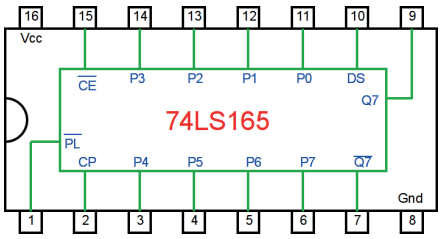
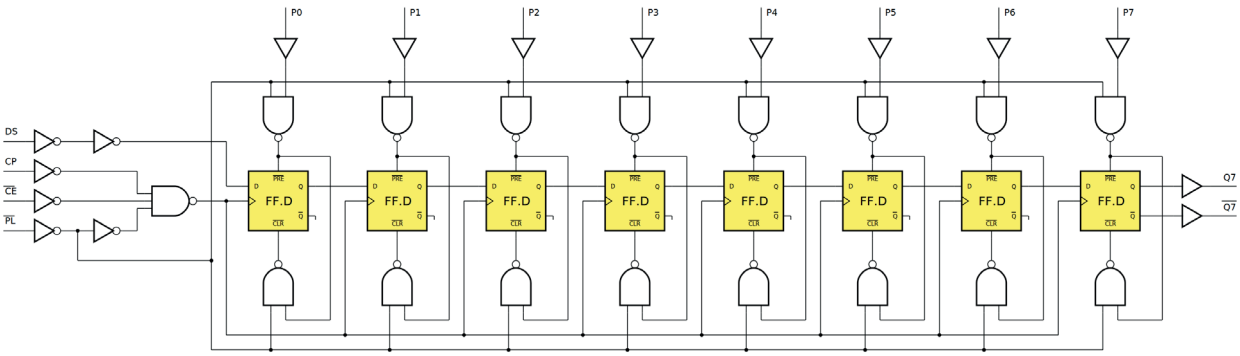

Figura 11.27 – Definições de pinos do registrador de deslocamento 74LS165.
Figura 11.28 – Diagrama esquemático do registrador de deslocamento 74LS165.
A figura 11.27 mostra as definições de pinos do 74LS165. O diagrama esquemático e a tabela verdade do registrador de deslocamento 74LS165 são mostrados na figura 11.28 e na tabela 11.9 respectivamente. O 74LS165 é um registrador de 8 bits de carga paralela ou entrada serial com saídas em série complementares (Q7' e Q7') disponíveis no último estágio. Quando a entrada de carga paralela (PL') está em baixo (0), os dados paralelos das entradas D0 a D7 são carregados no registrador de forma assíncrona. Quando PL' é alto (1), os dados entram no registrador em série na entrada Ds e mudam um lugar para a direita (Q0 → Q1 → Q2, etc.) com cada transição do pulso de relógio de baixo (0) para alto (1). Esse recurso permite a expansão do conversor de paralelo para serial vinculando a saída Q7 à entrada Ds do próximo estágio. A entrada de relógio é uma estrutura de porta OU que permite que uma entrada seja usada como uma entrada de habilitação de relógio (CE') ativa em baixo (0). As atribuições de pinos para as entradas CP' e CE' são arbitrárias e podem ser revertidas para conveniência de layout. A transição de baixo-para-alto da entrada CE' deve ocorrer somente enquanto CP for alto (1) para operação previsível. Tanto CP quanto CE' devem estar em alto (1) antes da transição de baixo-para-alto de PL' para evitar o deslocamento dos dados quando o PL' estiver ativado.